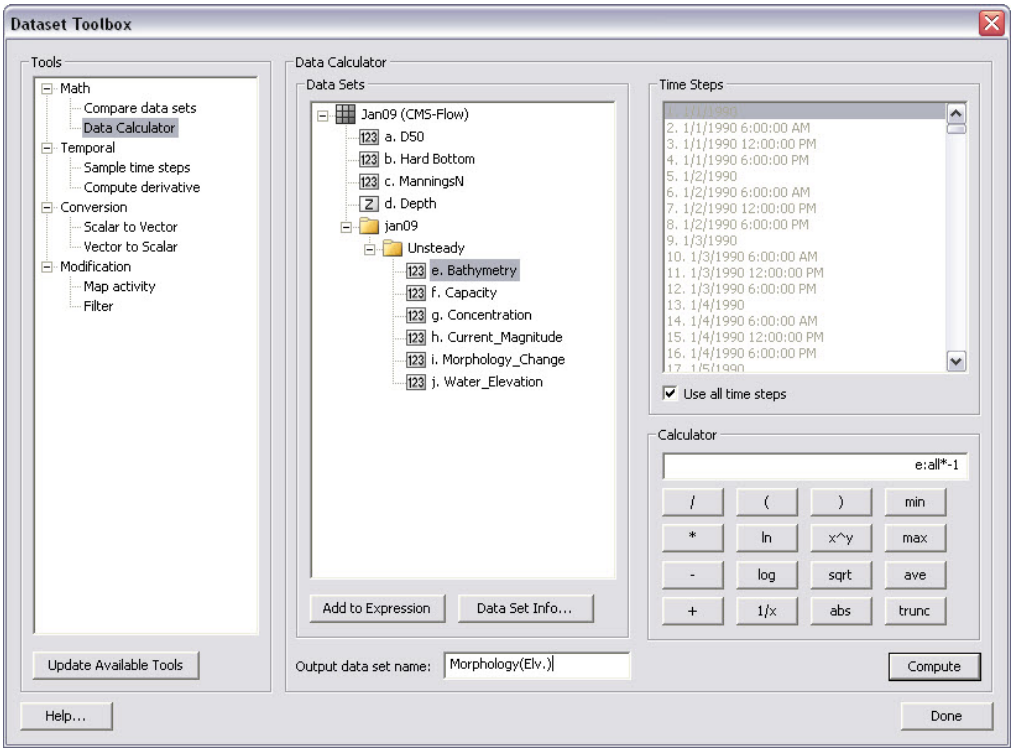
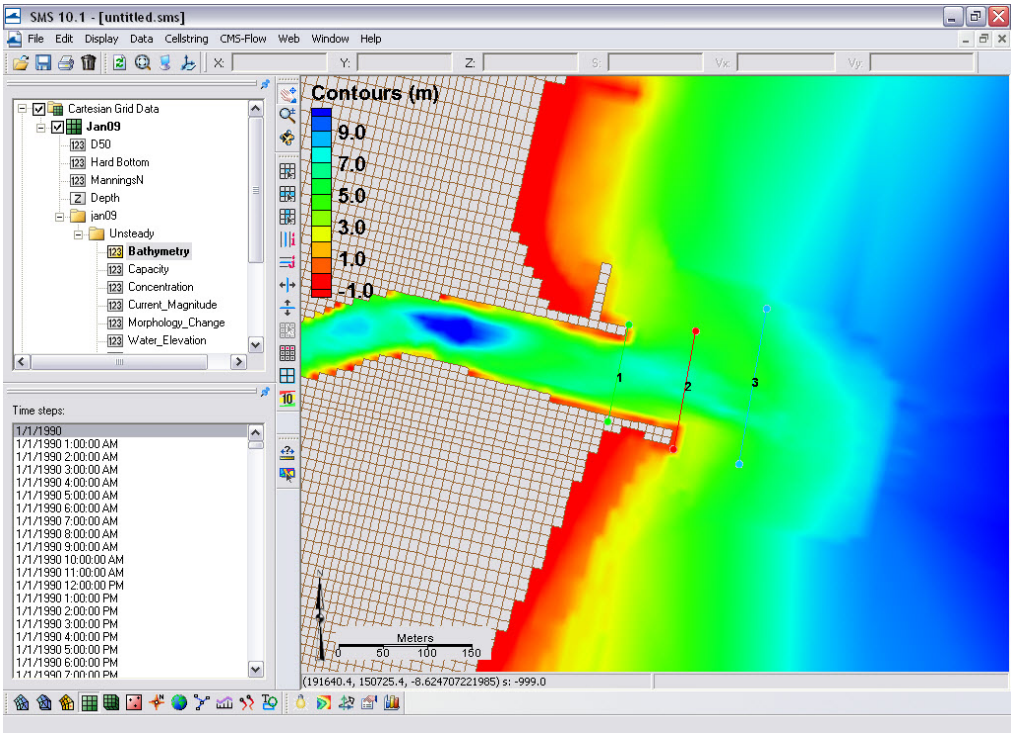

Figure 38. ***Data Calculator Options*** **in the** ***Dataset Toolbox*****.**
Figure 39. Display of calculated bathymetry now converted to elevations. Note the legend has been modified to display the new contours.
3. In the Cartesian Grid Module, click *Data*, *Data Calculator*, and the Data Calculator should be selected in the Tools section as shown in Figure 38,
4. Select the *Bathymetry* scalar (123) dataset, under *Time Steps* check the *Use all time steps* on, and double-click the *Bathymetry* (highlighted in Figure 38),
6. The line under Calculator will display e:all, add the multiplication symbol (*) and negative 1 (-1) as shown in Figure 38,
7. Change the *Output data set name* similarly to Figure 38 so as to distinguish this dataset from the original *Bathymetry* output, click *Compute*, and after the scalar set appears in the SMS window (Figure 39), click *Done*. (Note: values for the contours may need to be adjusted to view elevation range.)